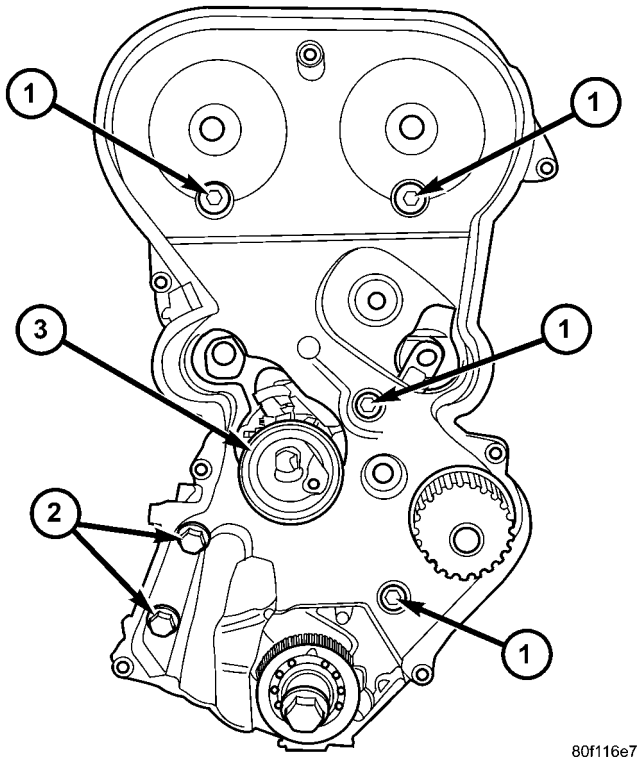

Fig. 118 Rear Timing Belt Cover Fasteners
(6) Remove rear cover fasteners and remove cover from engine (Fig. 118).
(1) Install rear timing belt cover and fasteners. Torque fasteners to specified values (Fig. 118).